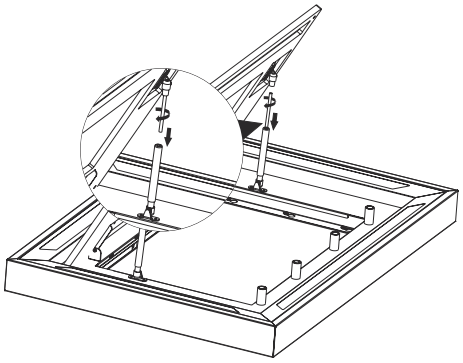

Fig. 18
2. Vrid den nedre delen av stötdämparen för att dela den (Fig.18).